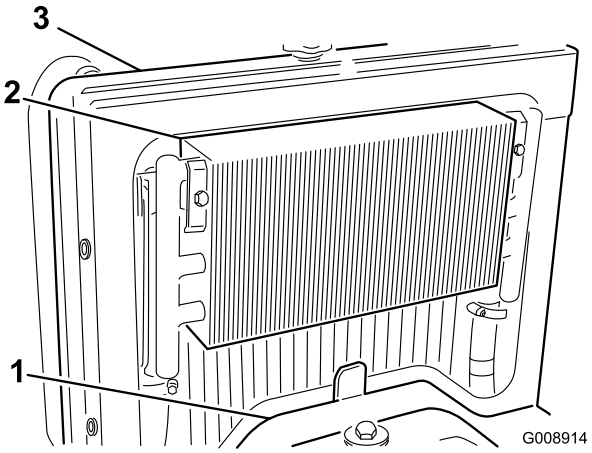

**Figur 66**
3. Fjern tilgangspanelet (Figur 66).